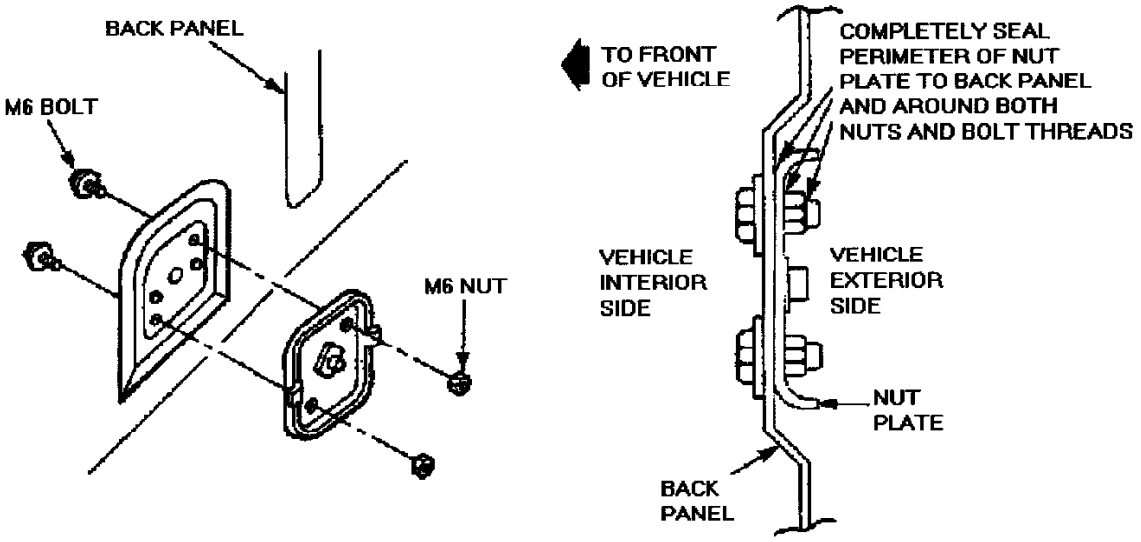

Figure 2
a. Torque to 8.3 +/- 1.5 N-m (6.1 +/- 1.1 lb.-ft.). (Refer to Figure 2)
7. Completely seal the perimeter of the nut plate(s) to the back panel and around the nuts and bolts (thread area) using SUPER SEAL (Part No. F3AZ-19515-SA), or equivalent. (Refer to Figure 2)